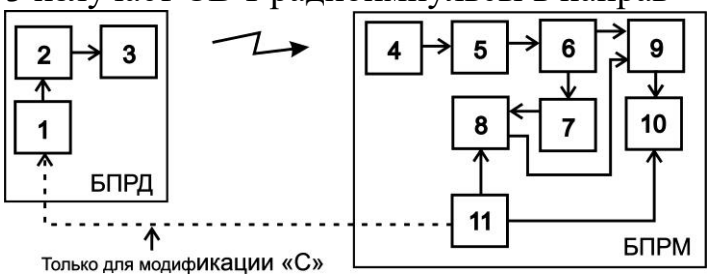

Рис. 6.5
6.2.1 Управляемый генератор 1 (см. рис. 6.5) вырабатывает импульсную последовательность определенной скважности. Под действием импульсов с генератора 1, модулятор 2 формирует последовательность СВЧ-радиоимпульсов, которые поступают на передающую антенну 3. Передающая антенна 3 излучает СВЧ-радиоимпульсы в направлении приемной антенны 4. Образовавшееся между передающей 3 и приемной 4 антеннами электромагнитное поле является источником полезных сигналов для обнаружения объектов, пересекающих данное электромагнитное поле. С выхода приемной антенны СВЧ-радиоимпульсы поступают на вход, детектора 5 и далее на усилитель 6 с первого выхода которого сигнал поступает на вход компаратора 7, информирующего узел управления 8 о наличии на выходе усилителя 6 импульсов. Под управлением элемента 11, ключ 9 пропускает импульсы в узел принятия решений 10, который обменивается информацией по RS-485 и управляет выходным оптореле. В модификации «С» генератор 1 синхронизируется по выделенным проводам под управлением элемента 11.